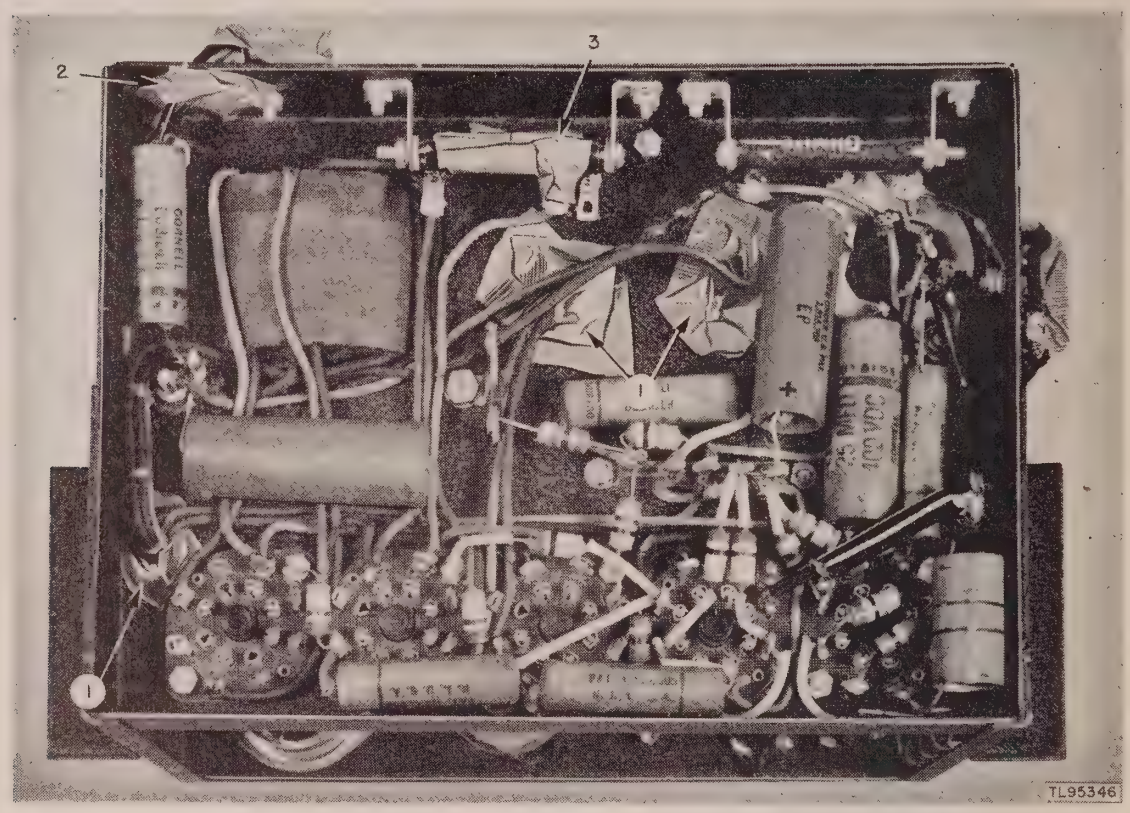
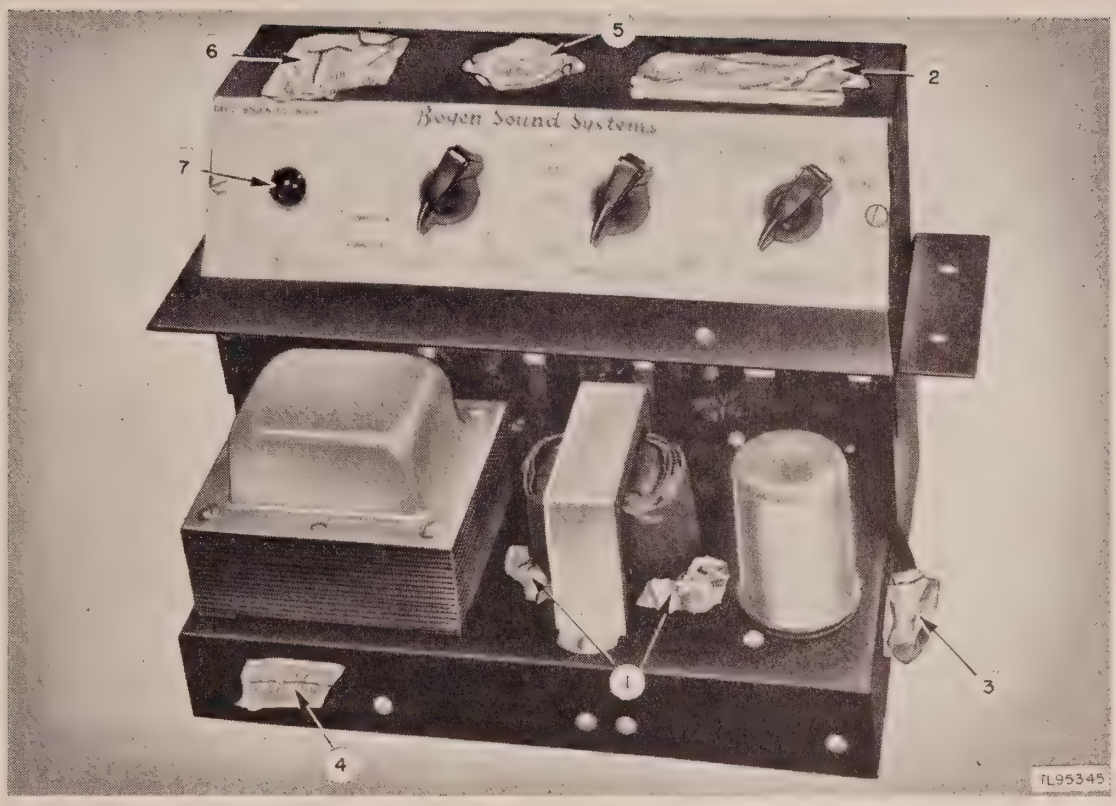
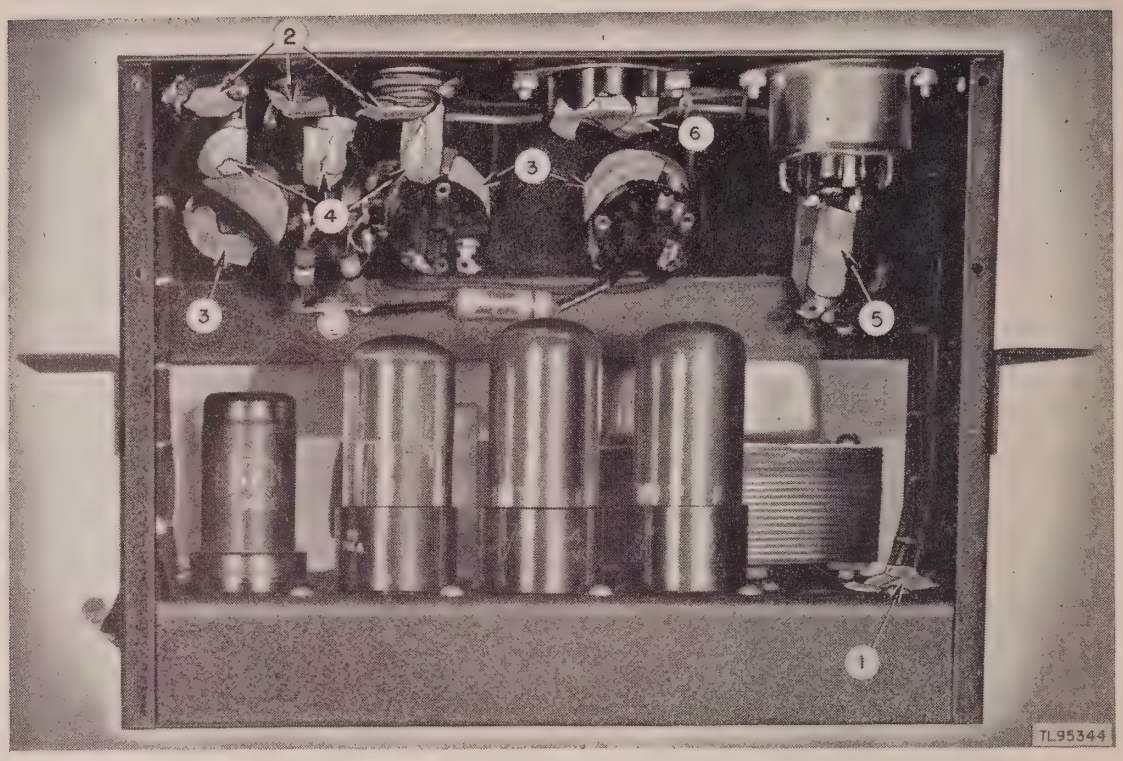

Figure 9. Reproducer amplifier chassis, bottom view, masking details.
Figure 10. Reproducer amplifier chassis, front view, masking details.
Figure 11. Reproducer amplifier chassis, rear view, rectifier tube removed, masking details.
(2) Mask the three rubber chassis-grommets (figs. 10 and 11 (1)).
(3) Apply petroleum jelly (vaseline) to all prongs of all vacuum tubes and replace the vacuum tubes in their respective sockets after the masking has been completed.
(4) Mask the 5Y3GT rectifier tube by using paper and masking tape. Cover the entire envelope of the tube.
(5) Mask the three rubber chassis-grommets on the under side of the amplifier chassis (fig. 9 (1)).
(6) Mask the rubber grommet for the motor leads (fig. 9 (2)).
(7) Mask the wire-wound resistor and slide (fig. 9 (3)).
(8) Mask the terminal connector for the pick-up leads, located on one end of the amplifier chassis (fig. 10 (3)).
(9) Mask the terminal connector for the motor leads located on the front of the amplifier chassis (fig. 10 (4)).
(10) Mask the 2-prong female receptable on the top of the control panel (fig. 10 (5) and fig. 11 (6)).
(11) Mask the 2-prong male receptable on the top of the control panel by stuffing paper loosely in the hole and covering the top with masking tape (fig. 10 (6)).
(12) Mask the holes of the three jacks (figs. 10 and 11 (2)).
(13) Apply a coat of petroleum jelly to the glass over the pilot light (fig. 10 (7)).
(14) Mask the breather holes of the three potentiometers (fig. 11 (3)).
(15) Thoroughly mask the three jacks (SPKR jack, PICKUP jack, and MIC jack) (fig. 11 (4)).
(16) Mask the pilot lamp and pilot light socket (fig. 11 (5)).